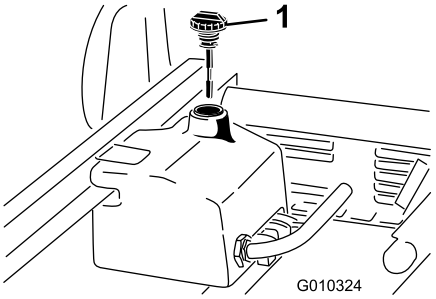

Figur 19
1. Rengjør rundt påfyllingshalsen og lokket på tanken for hydraulisk olje (Figur 19).
3. Fjern peilestaven (Figur 19) fra påfyllingshalsen, og tørk av den med en ren fille.